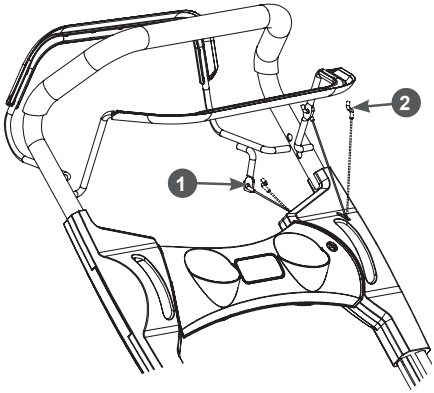

Рис. 7. Установка рычагов и тросов
5. Вставьте Z-образные наконечники тросов остановки двигателя и включения хода в отверстия в соответствующих рычагах с внутренней стороны рычагов (рычаг включения хода (чёрного цвета), рычаг остановки двигателя (жёлтого цвета) (Рис. 7). Оболочки указанных тросов закреплены на верхней части рукоятки, верхний трос – трос остановки двигателя, нижний трос – трос включения привода хода (Рис. 7). После этого, вставьте рычаги включения привода хода (чёрного цвета) и остановки двигателя (жёлтого цвета) в соответствующие отверстия на рабочей рукоятке (Рис. 7).